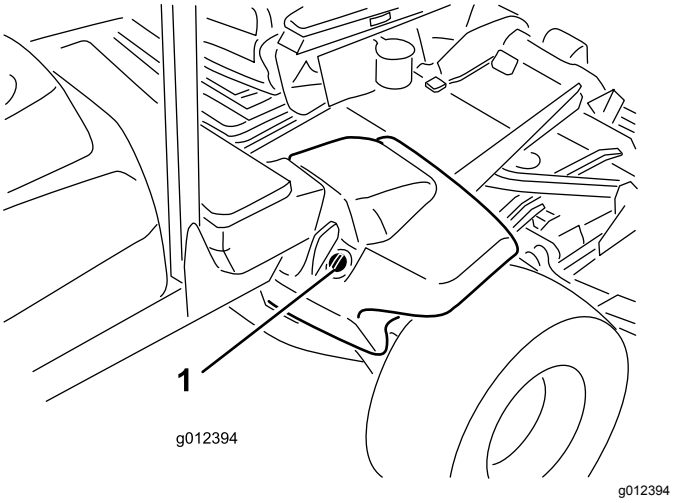

Figuur 21
2. Reinig de omgeving van de vulbuis en de dop van de hydraulische tank (Figuur 21). Verwijder de dop van de vulbuis.